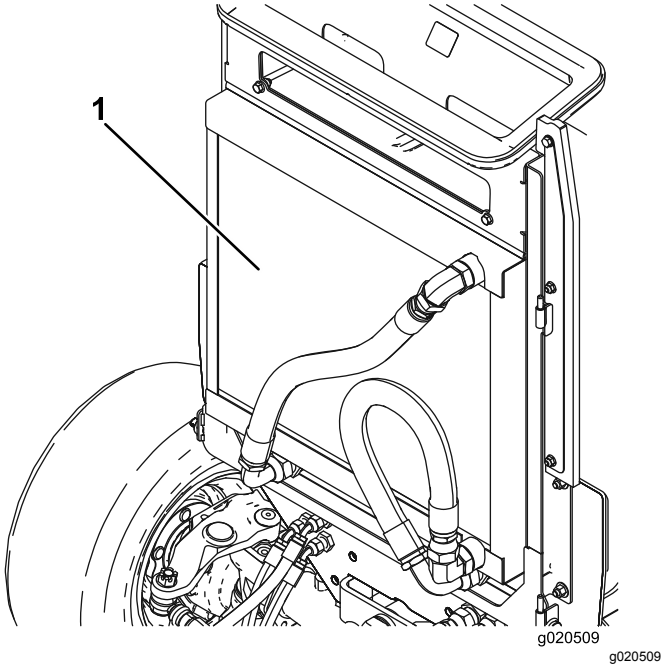

Figuur 73
3. Reinig beide zijden van de oliekoeler en de radiateur grondig Figuur 73) met perslucht. Begin aan de voorkant en blaas het vuil eruit naar de achterkant. Reinig vervolgens de oliekoeler vanaf de achterkant en blaas het vuil naar de voorkant. Herhaal deze procedure